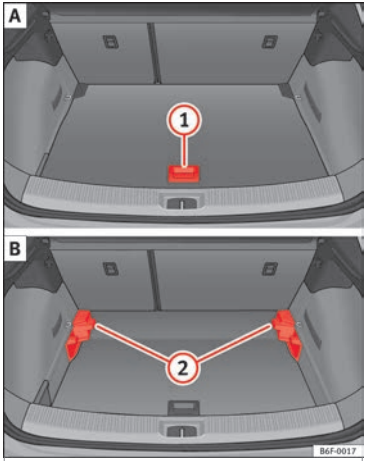

Fig. 168 Luggage compartment variable floor: A raised position; B lowered position.
- Lift the floor using handle ››› **Fig. 168** (1) and pull it back until the front of the floor has fully passed the supports (2).
- Move the floor forward over the supports as far as the rear seat backrest and then lower the floor with the handle (1).